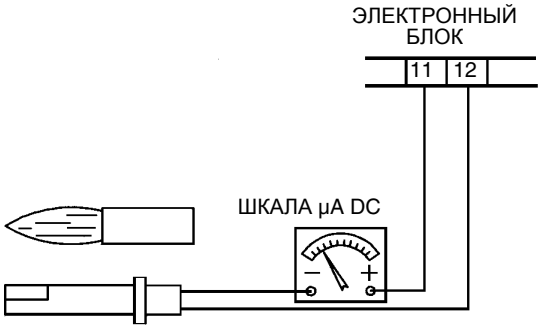

Рис. 28
- Проверить и аккуратно почистить ФотоРезистоР улавливания пламени и, если необходимо, заменить его. В случае возникновения сомнения, проверить контрольный контур, после того, как горелка будет вновь запущена, согласно схеме на Рис. 28;
Для того, чтобы замерить контрольный сигнал, действовать согласно схеме на Рис. 28.